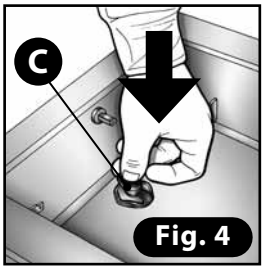

Fig. 4
5) Insert the safety cap **(C)** in the central opening as shown in **(Fig. 4)**.
4) Fit a new band **(Fig. 4),** cutting the excess length at the two ends **(Fig. 5)**.